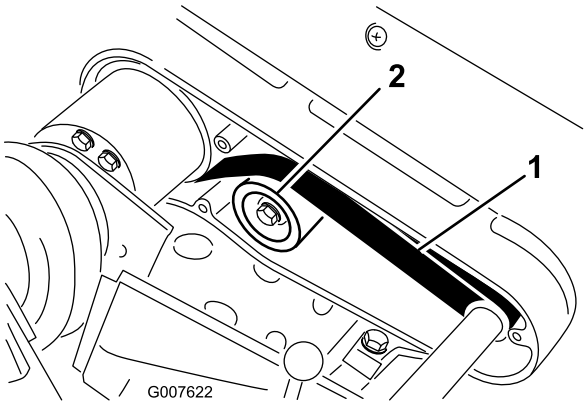

Rysunek 39
2. Sprawdź napięcie, wywierając nacisk na pasek w połowie rozpiętości między kołami (Rysunek 39) o sile w zakresie od 22 do 26 N.
A. Poluzuj nakrętkę mocującą koło pasowe luźne i obróć je w kierunku zgodnym z kierunkiem ruchu wskazówek zegara w stronę tylnej części paska aż do uzyskania wymaganego napięcia paska (Rysunek 39).